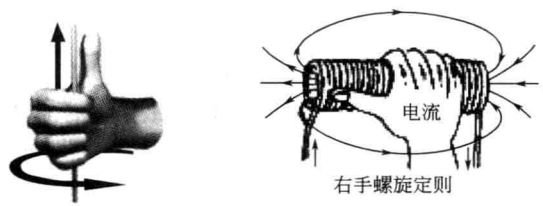

图 1-1　磁场方向的判断
① 直线电流产生的磁场方向，如图 1-1(a) 所示。右手握住导线，使大拇指指向电流方向，则四指弯曲的指向即为磁场方向。
② 通电线圈产生的磁场方向，如图 1-1(b) 所示。右手握住线圈，使四指弯曲方向指向电流方向，则大拇指的指向即为磁场方向。